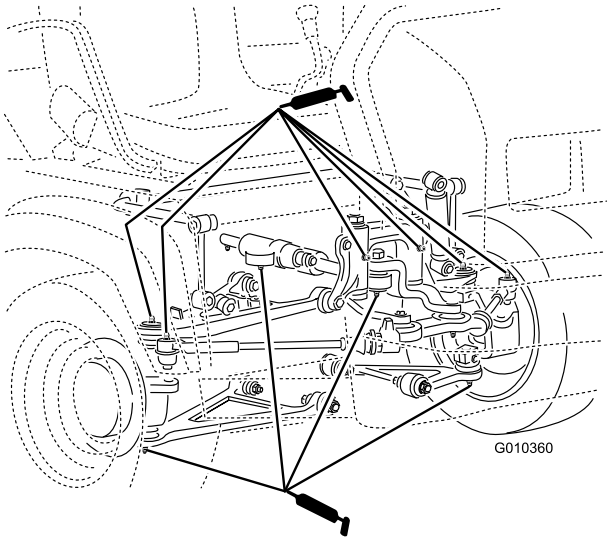

Figura 38
- Giunti a sfera (4), tiranti (2), punti di montaggio di perni (2) e cilindro di sterzatura (2) (Figura 38)